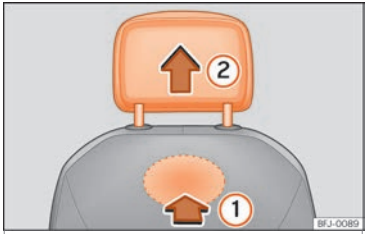

Fig. 108 Appui-tête avant : démontage.
- Pour le déverrouiller, localiser l'évidement à l'arrière du dossier sur la zone marquée et appuyez dans le sens de la flèche ››› **fig. 108** ①.
- Retirez l'appuie-tête dans la direction de la flèche ②.